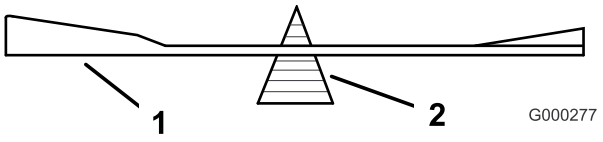
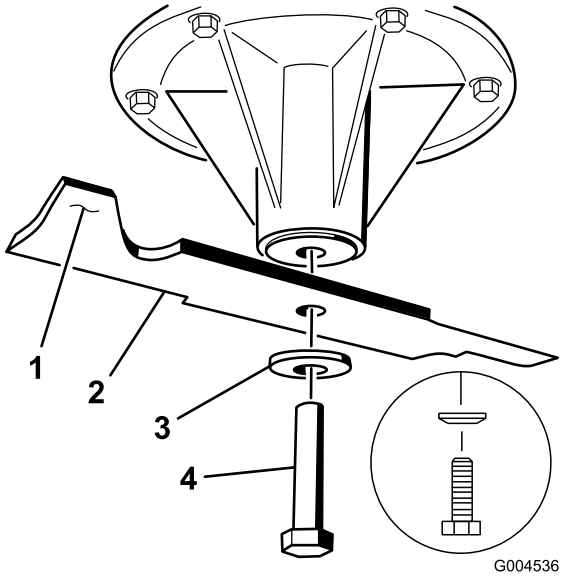

Figura 93
Figura 94
2. Verifique el equilibrio de la cuchilla colocándola sobre un equilibrador de cuchillas (Figura 93). Si la cuchilla se mantiene horizontal, está equilibrada y puede utilizarse. Si la cuchilla no está equilibrada, rebaje algo el metal en la parte de la vela solamente (Figura 94). Repita este procedimiento hasta que la cuchilla esté equilibrada.
1. Instale la cuchilla en el eje (Figura 94).
2. Instale la arandela de muelle y el perno de la cuchilla. El cono de la arandela de muelle debe estar orientado hacia la cabeza del perno (Figura 94). Apriete el perno de la cuchilla a 115–149 Nm.